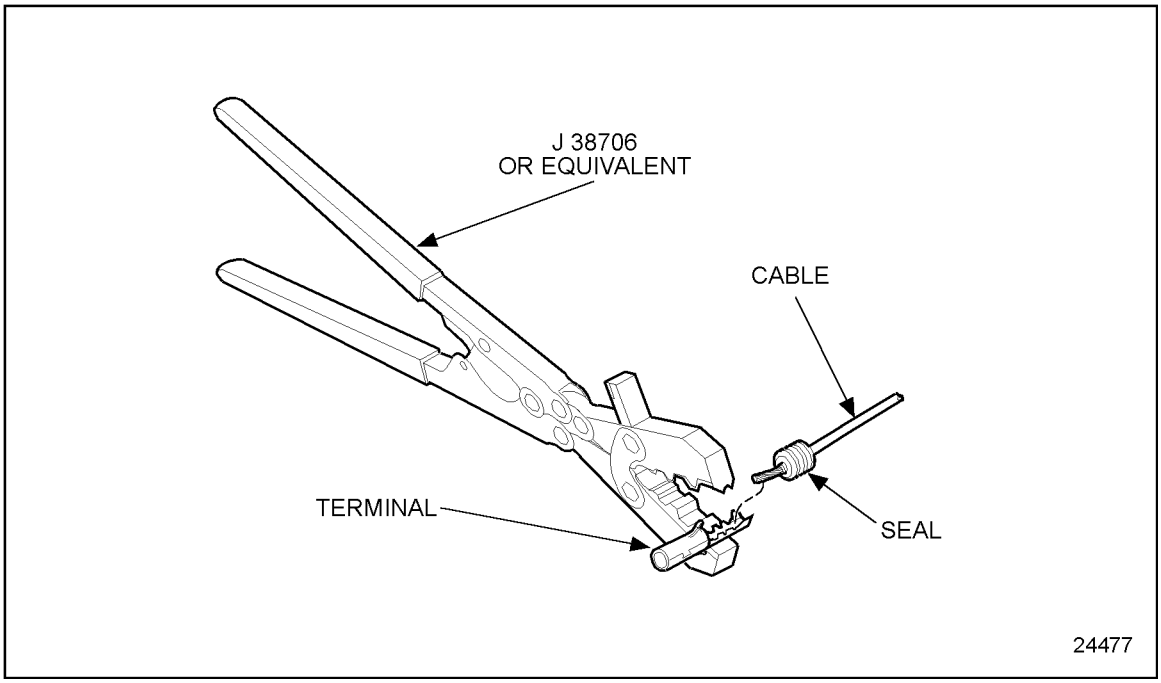

Figure 8-39 Terminal Position
3. See Figure 8-39 to position the cable seal.